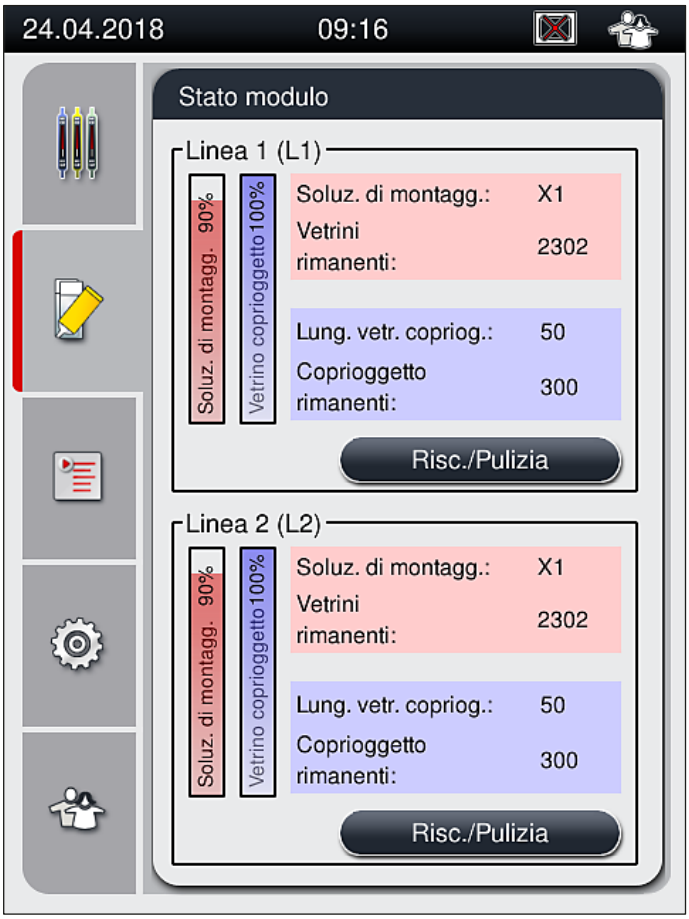

Fig. 53
10. I flaconi di soluzione di montaggio che vengono reinseriti sono rilevati dal software dello strumento e il menu Stato modulo (→ Fig. 53) viene aggiornato.